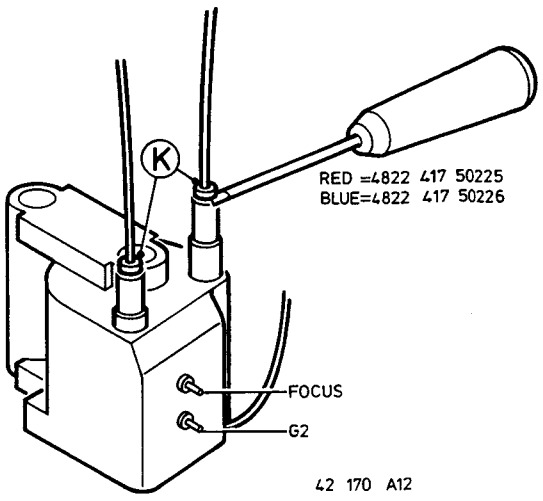

Fig. 3
2. Das Hochspannungs- und Fokuskabel lässt sich vom Horizontal-Ausgangstransformator trennen, indem mittels eines Schraubendrehers oder eines Seitenschneiders die Klemmbuchse K angehoben wird (siehe Bild 3).
Mit dem Fokuspotentiometer am Horizontal-Ausgangstransformator wird die Fokusspannung eingestellt. (Siehe Bild 3.)
Mit dem G2-Potentiometer am Horizontal-Ausgangstransformator (siehe Bild 3) den Schwarzpegel auf 130V regeln.